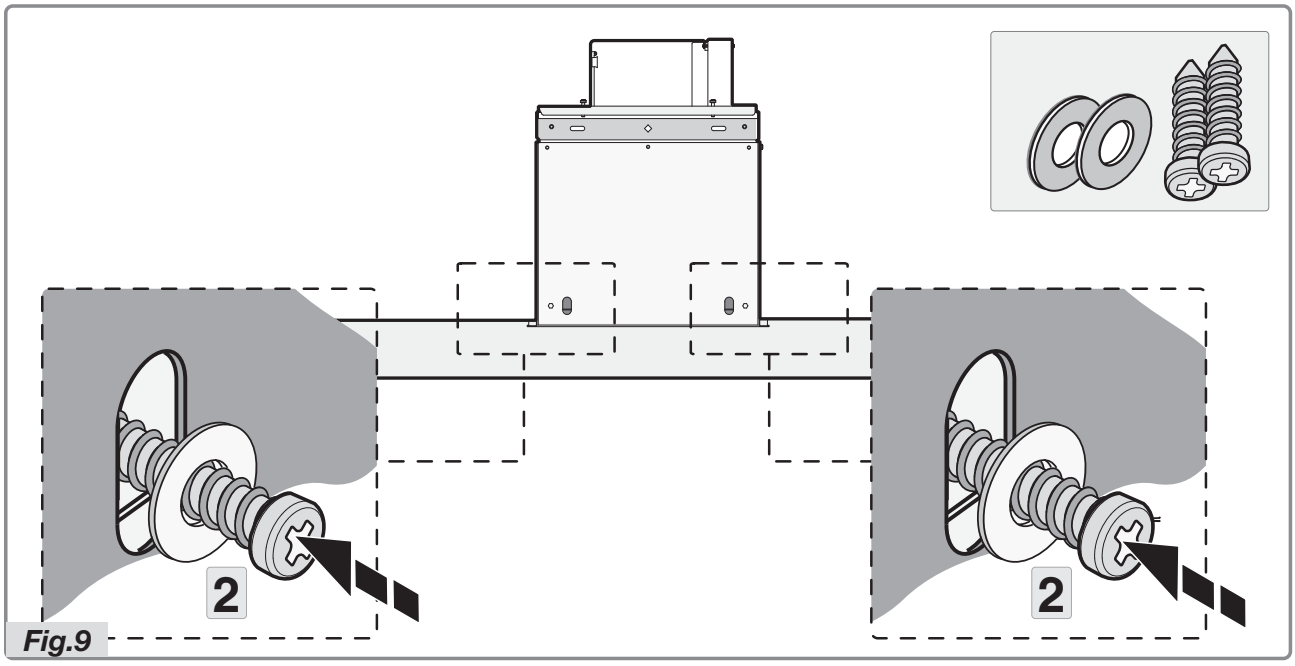

Fig.9
- Fasten the structure definitively with the two screws and two washers provided (figure 9 step 2).